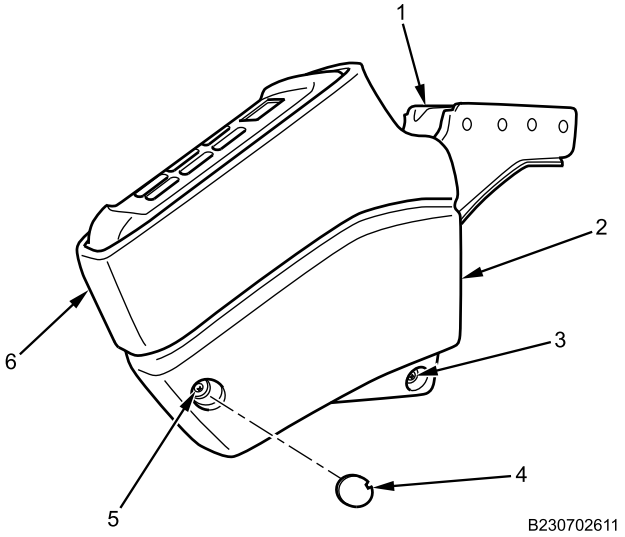

Figure 3. Transmission Driver Control Assembly Panels.
4. Remove screw shroud cover (Figure 3, Item 4) from right side transmission driver control assembly panel (Figure 3, Item 2).
5. Remove screws (Figure 3, Item 3 and 5) from right side transmission driver control assembly panel (Figure 3, Item 2).
6. Remove transmission driver control assembly panels (Figure 3, Item 2 and 6) from transmission driver control assembly frame (Figure 3, Item 1).